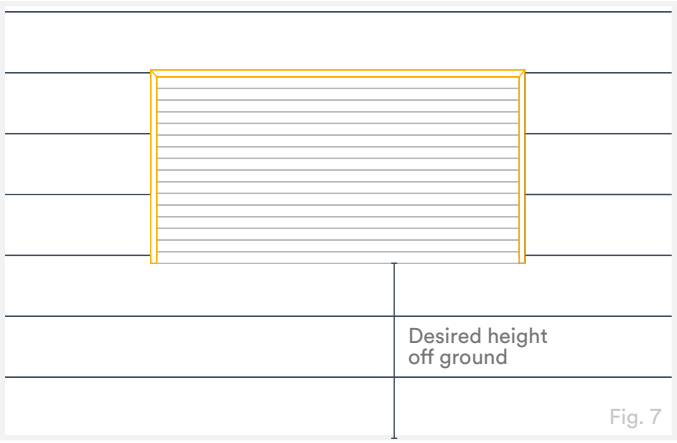
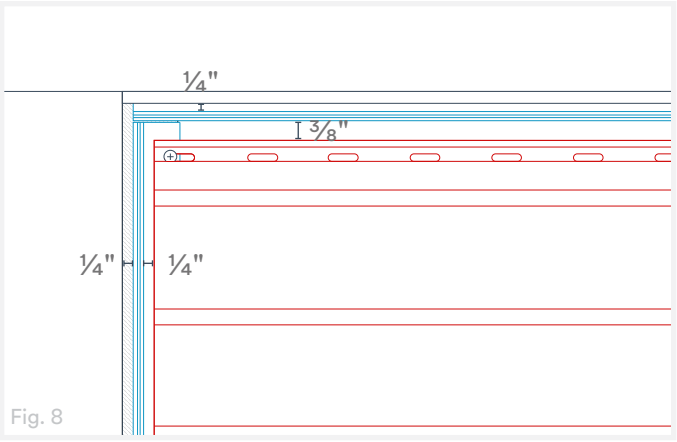

Fig. 7
Fig. 8
1. Refer to the image below for the recommended installation layout (Fig. 7) and appropriate spacing measurements (Fig. 8). SlatWall panels should start and finish on stud locations. Identify stud locations and leave adequate space between Wall&CeilingBoard, SlatWall panels, and the Universal Base for the Snap-In H Trim, which transitions between the two. Suggested spacing is the same for both horizontal and vertical Trusscore Wall&CeilingBoard installation orientations.
4. Install your Trusscore Wall&CeilingBoard panels, leaving an opening for your SlatWall installation as determined by the spacing guidance provided in Step 1 (Fig. 8).